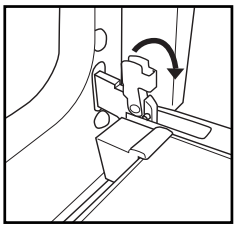

Рис. 1
2. Поднимите фиксаторы и нажмите на них до упора (Рис. 1).